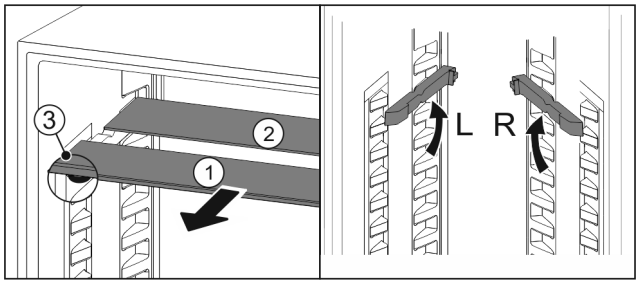

Fig. 99
▶ Pull the glass panels out *Fig. 99 (1)* from the front, one at a time.
▷ The glass panel *Fig. 99 (1)* and trim strip are at the front.
▷ The stops *Fig. 99 (3)* point down.